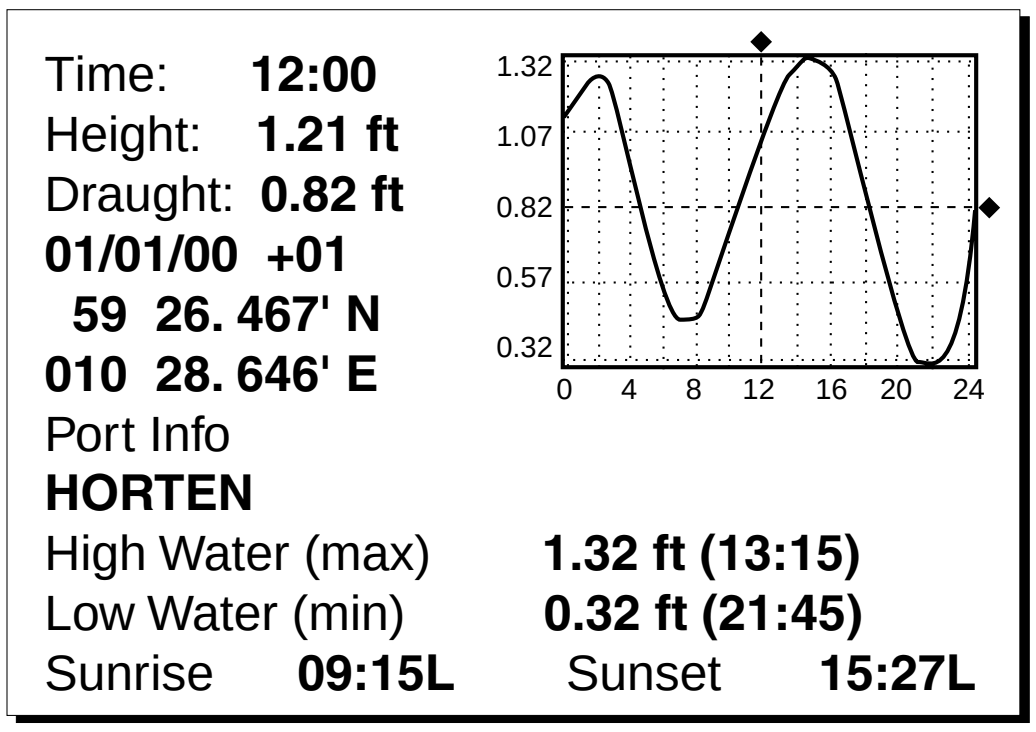

Figure 11-10 TIDE window
6. Press the soft key GO TO. Soft key titles change as in Figure 11-10. If GO TO key is not displayed, press the cursor pad.